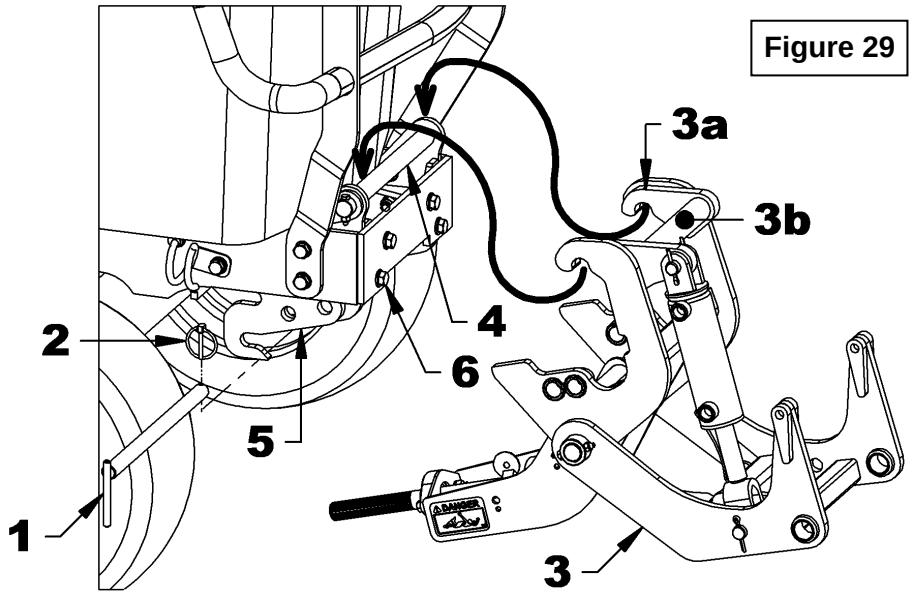

Figure 29
2. **Figure 29 :** Retirer la goupille à anneau 3/16" (item 2) et la goupille en "L" ø13/16" x 14 1/8" lg (item 1) du sous-châssis et soulever le sous-châssis par le tube supérieur (item 3b) pour l'accrocher sur la fixation avant du tracteur.
3. **Figure 29 :** Fixer le sous-châssis à la fixation avant avec la goupille en "L" ø13/16" x 14 1/8" lg (item 1) et la goupille à anneau ø3/16" (item 2).